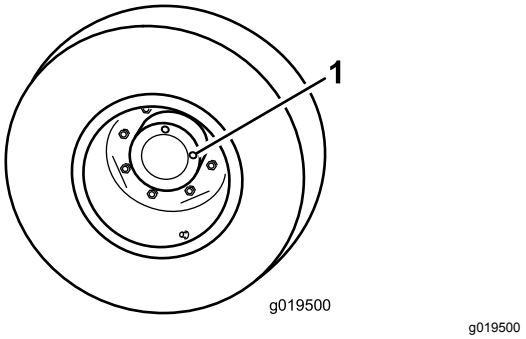

Figuur 71
1. Plaats de machine op een egale ondergrond en zet het wiel zodanig dat 1 controleplug (Figuur 71) zich bovenaan (op 12 uur) en de andere zich rechts (op 3 uur) bevindt.
1. Controle-/aftapplug (2)
2. Verwijder de rechtse controleplug (Figuur 71).